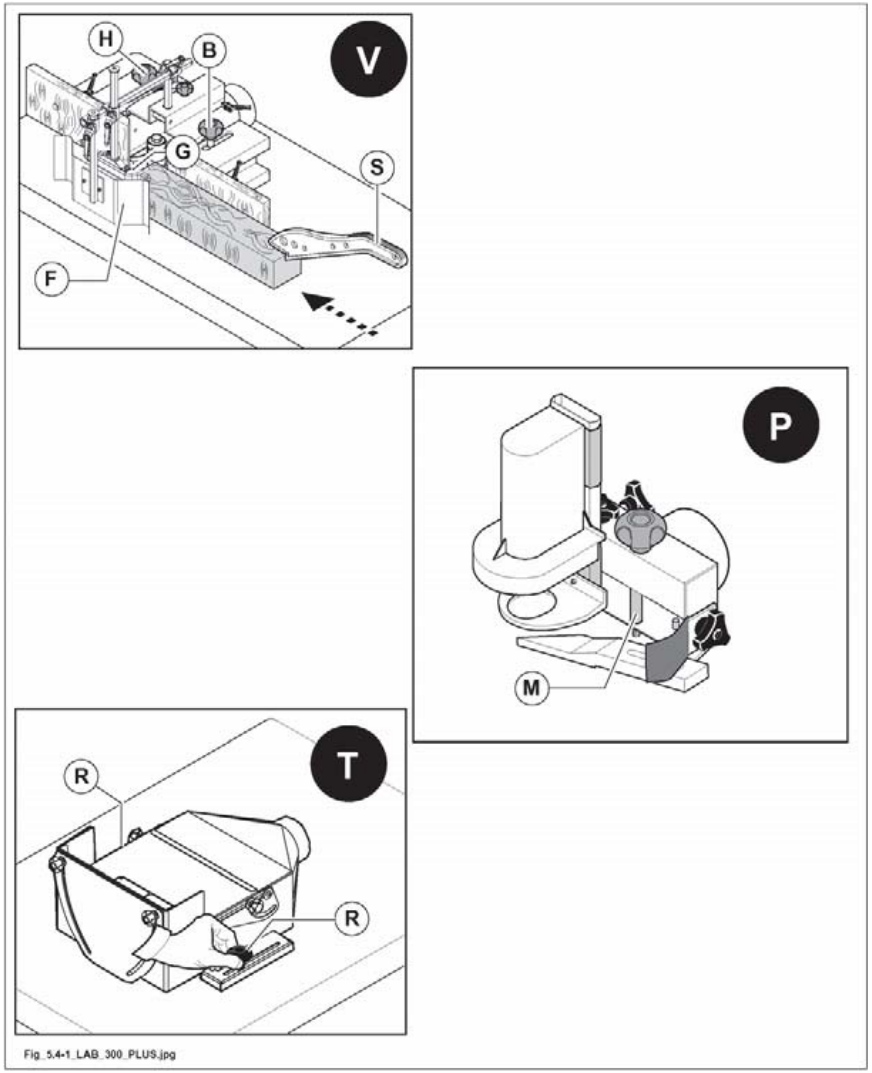

Abb. 5.4-1
- Haube-Fräsanschlag (V Abb. 5.4-1) muss richtig angeordnet und durch Kugelgriffe (H, B Abb. 5.4-1) festgeklemmet sein.
- Druckschuhe (F und G Abb. 5.4-1) richtig eingestellt sind um das Werkzeug möglichst zu verdecken (siehe Abs. 9.50A); zum Holzstückvorschub einen Schiebestock (S Abb. 5.4-1) oder eienen Vorschubapparat verwenden.
- Der Fräserschutz (P Abb. 5.4-1) in der richtigen Stellung (mit in der Tischbohrung eingesetztem Stift) und mit den stift (M Abb. 5.4-1) festgezogen ist.
- der Schlitzkasten (T Abb. 5.4-1) muss richtig angeordnet und durch Kugelgriffe (R Abb. 5.4-1) festgeklemmet sein.